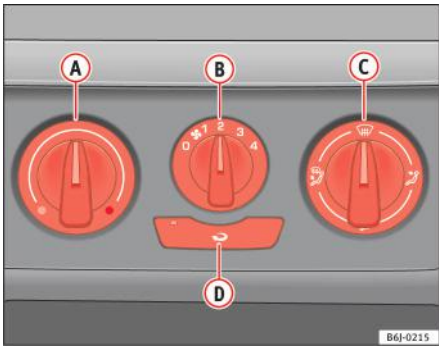

Fig. 86 Comenzile sistemului de încălzire de pe planşa de bord
– Puteți regla temperatura, distribuția aerului şi turația aerotermei utilizând butoanele de comandă (A) şi (C) şi butonul (B) ⇒ fig. 86.
– Pentru activarea sau dezactivarea modului de recirculare a aerului, apăsați butonul (D). Când funcția este activată, se aprinde o lampă de avertizare integrată în buton.